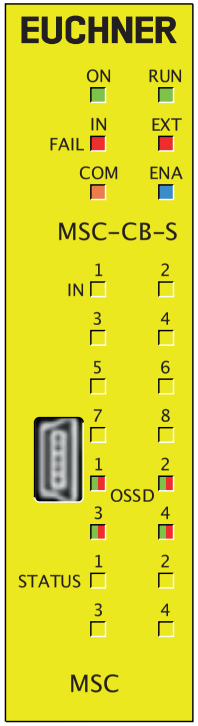

Bild 29:
8.4.2. Basismodul MSC-CB-S *(Bild 29)*